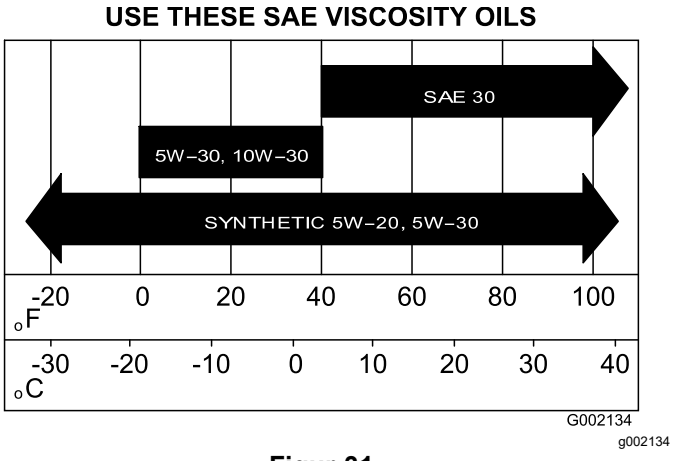

Figur 31
5. Fyll på angiven olja i vevhuset (Figur 31).